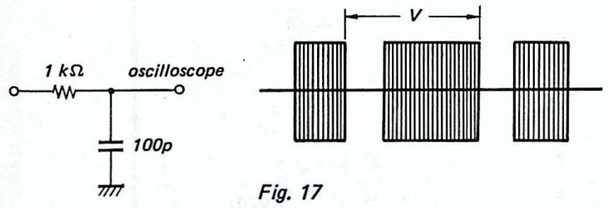

Fig. 17
2. *Connect the LPF shown in Fig. 17 between BB board Q821 emitter and ground, and observe its output on an oscilloscope (V cycle).*